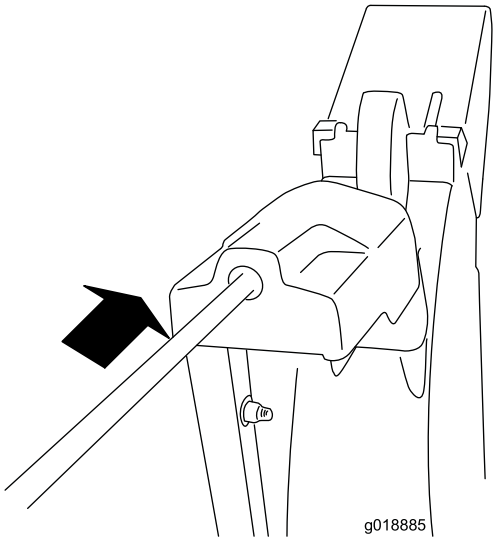

Figur 11
4. Sæt stangens forende ind i åbningen bag på sliskegeardækslet, indtil den går ind i sliskegearet (Figur 11).